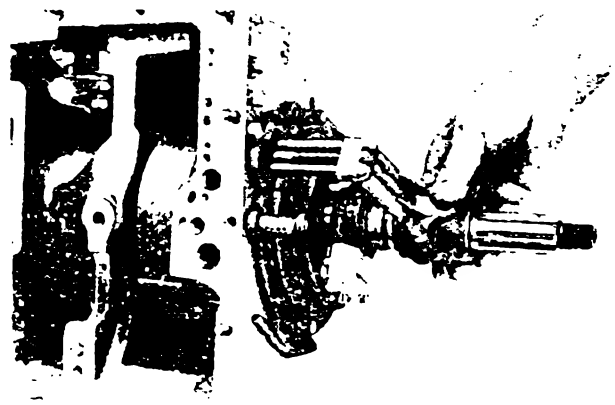

Рис. 110. Установка соединителя
27. Наденьте на ведомый вал распределительную втулку соединителя без приложения больших усилий и без ударов, чтобы не повредить чугунные кольца. Установите соединитель, введя трубки соединителя в отверстия в задней стенке картера до упора в распорку на средней трубке (рис. 110).